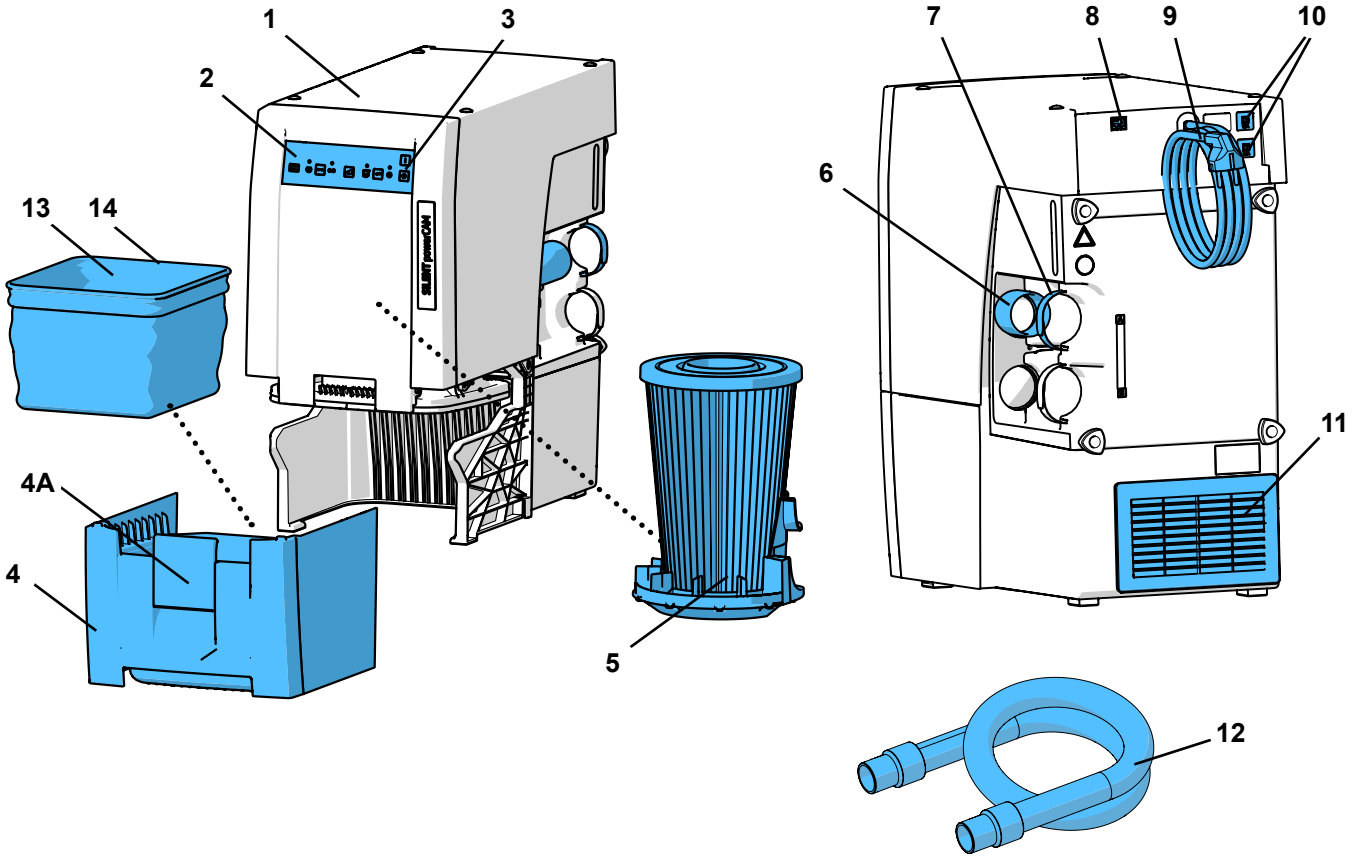

Fig. 1
- a exaustão de ar (11, Fig. 1) não fique obstruída.
- Conduta externa de exaustão (A) (ver cap. 4.6).
- Abertura na parede do armário (B), no mín. 250 x 1120 mm, diretamente à frente da exaustão de ar (11, Fig. 1).
- Remover a parede posterior do armário (C), distância das costas do armário em relação à parede: no mín. 50 mm.
⇒ Desenrole o cabo elétrico (9, Fig. 1) e insira o plugue em uma tomada da instalação elétrica do edifício.